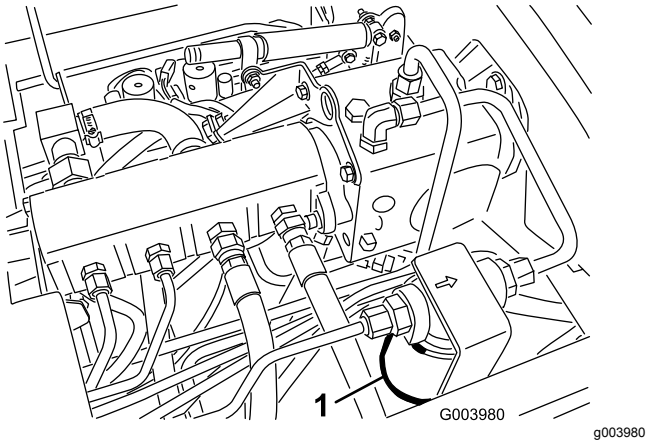
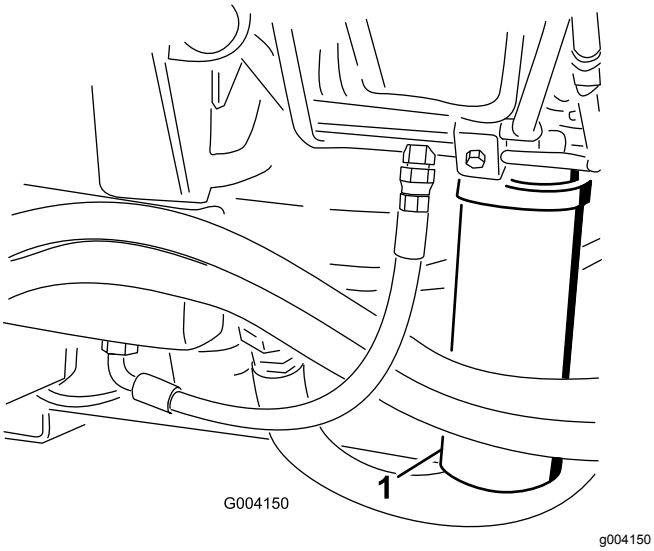

Figur 67
Figur 68
2. Rengør området rundt om filtermonteringsområdet, og sæt en bakke under filteret (Figur 67 og Figur 68).